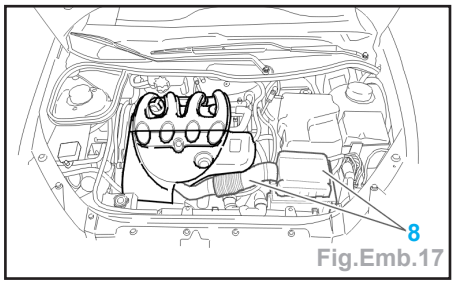

Fig.Emb.17
- Déposer le cache-style (Moteur DW) (Fig.Emb.17).